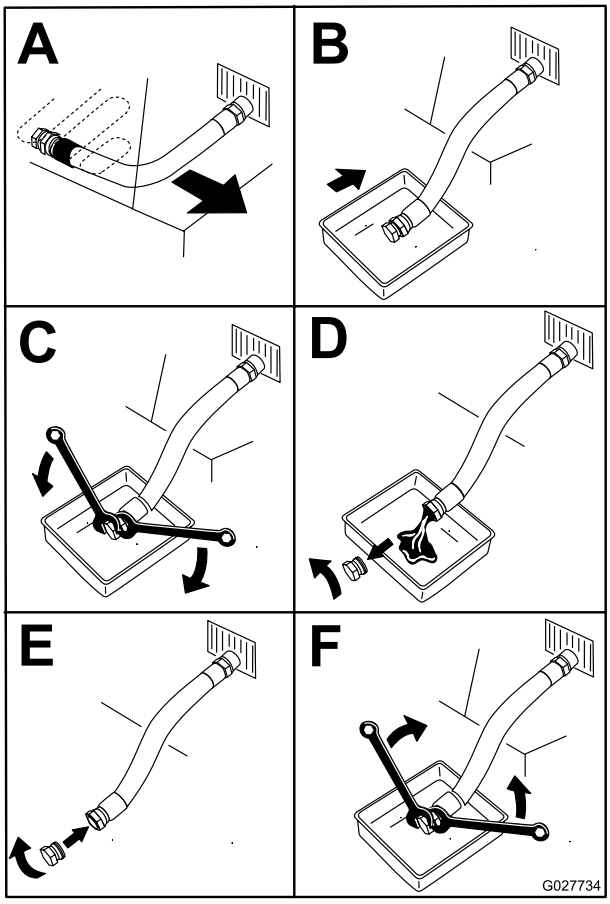

Figur 53
3. Før du forlater førersetet, må du stanse motoren, ta ut nøkkelen og vente til alle bevegelige deler står stille (Figur 53).